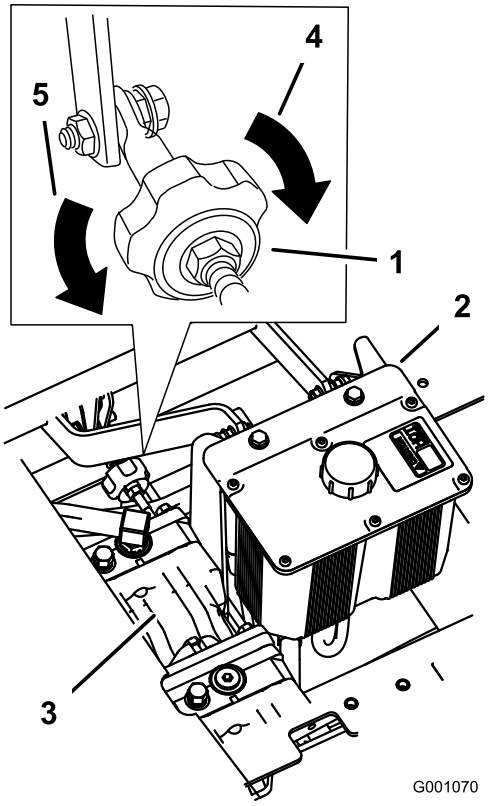

Figur 72
2. Juster pumpestangens længde ved at dreje grebet i den rigtige retning, indtil hjulet står stille eller kryber en smule i bakgear (Figur 72).